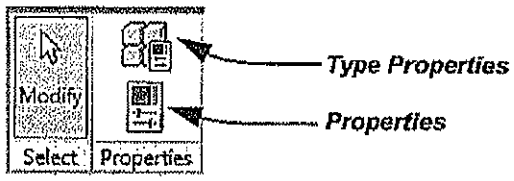

Figure 1–30
- Instance properties display in the Properties palette, and can be toggled on/off in the *Modify* tab>Properties panel as shown in Figure 1–30, or type the shortcut **PP**.
- To display the type properties, click (Edit Type) in Properties to open the Type Properties dialog box, as shown in Figure 1–31. Any changes you make in the Type Properties dialog box impacts all instances of the type in the project.